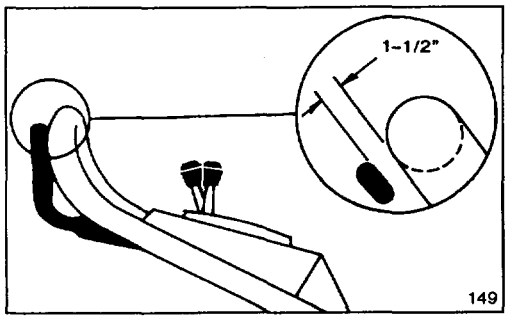

Figure 18
2. Lift control bar until some resistance is felt. Control bar should be 1-1/2" from handle when properly adjusted (Fig. 18).